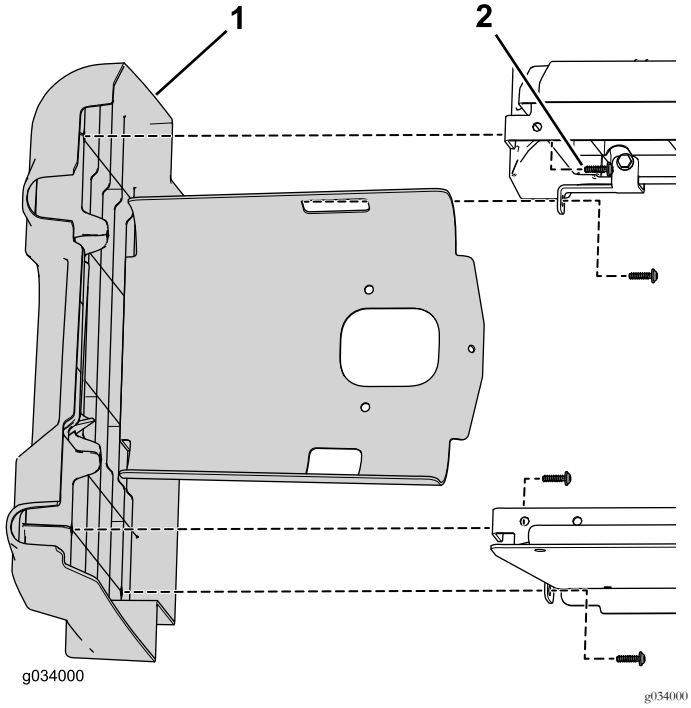
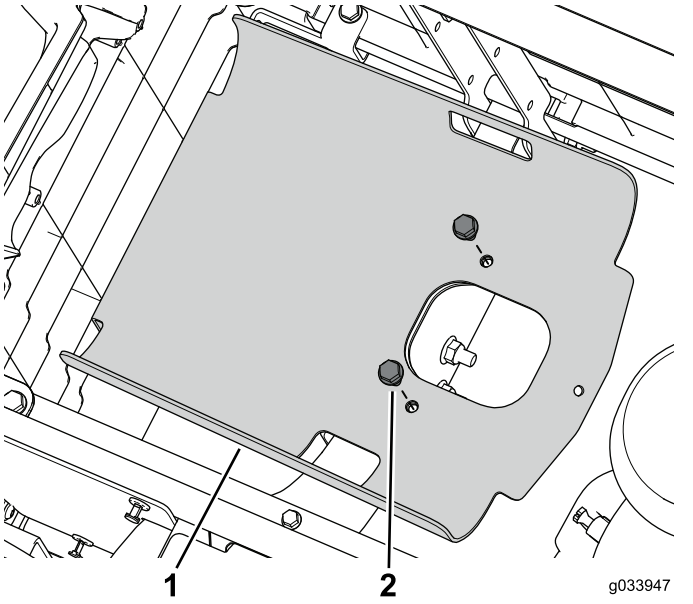

Figur 46
Figur 47
4. Använd de delar som du tog bort tidigare för att montera den ursprungliga vänstra panelen på den bakre sätessockelns paneler (Figur 46 och Figur 47).